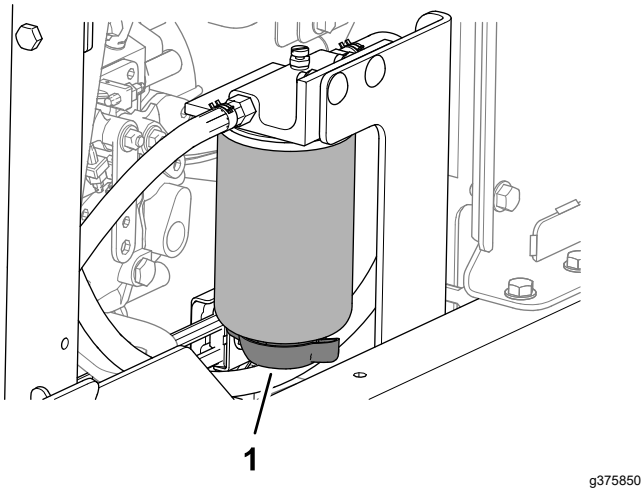

Рисунок 115
3. Поместите сливной поддон под сливной клапан водоотделителя топливной системы (Рисунок 115).